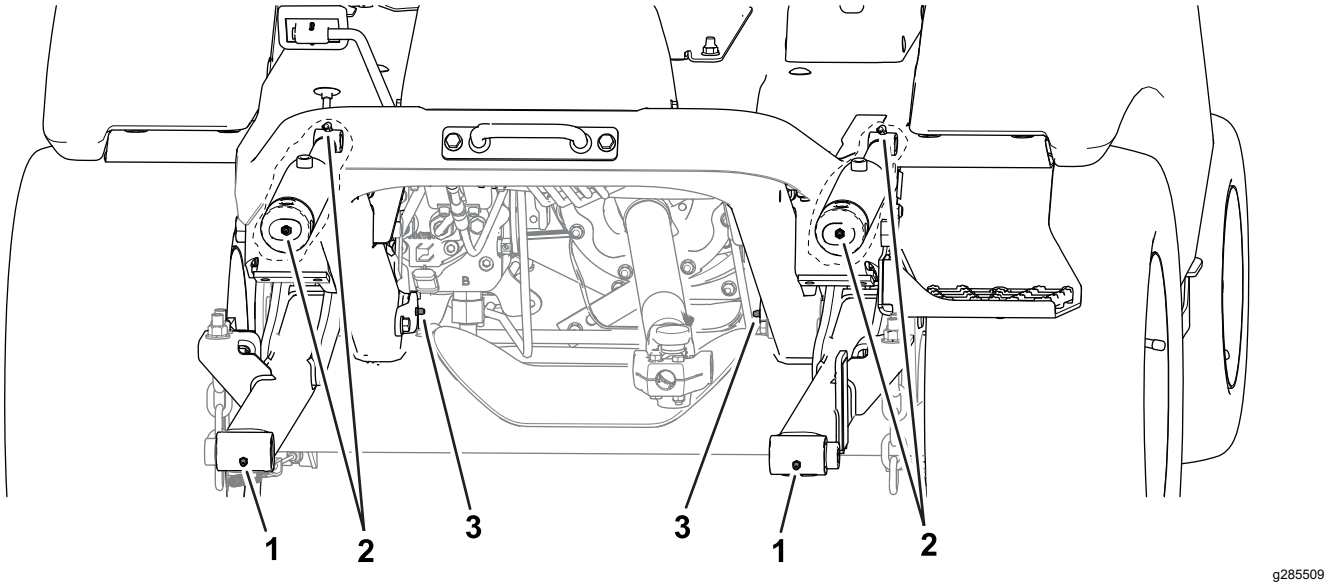

Figur 47
- **Maskinens främre del** (Figur 47):
- Redskapets svängnav (2)
- Lyftcylinderbussningar (2)
- Lyftarmens svängtappar (2)